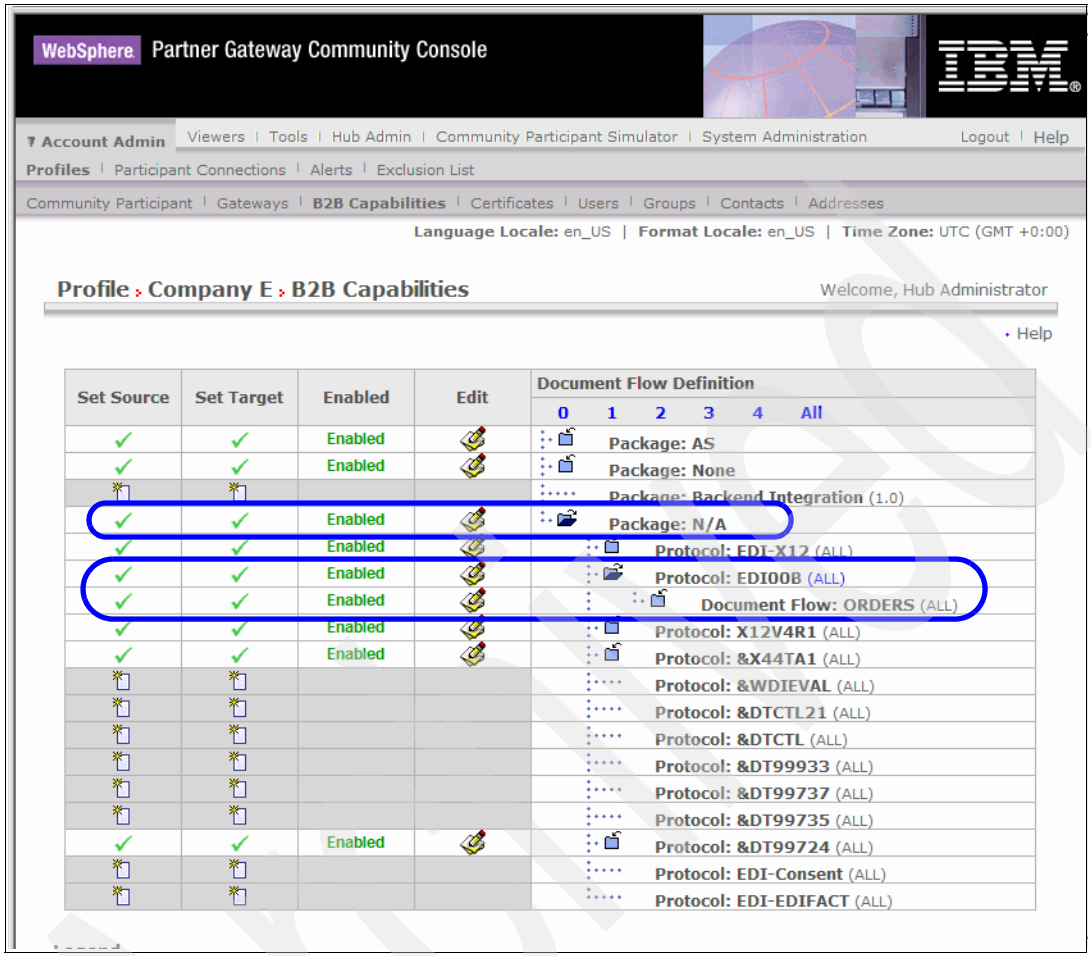

Figure 21-11 NA/EDI00B/ORDERS B2B capabilities activation
f. Enable Set Source and Set Target for **Document Flow: ORDERS** (Figure 21-11 on page 740).